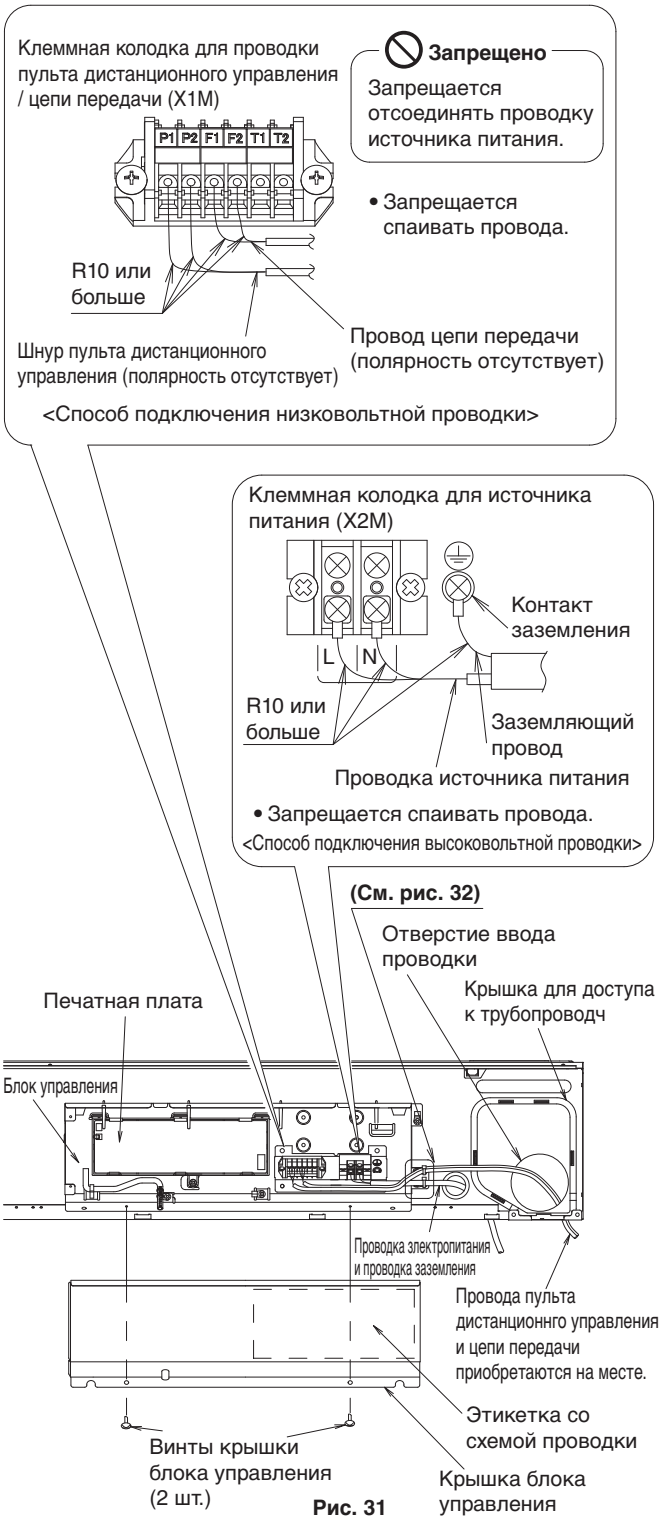
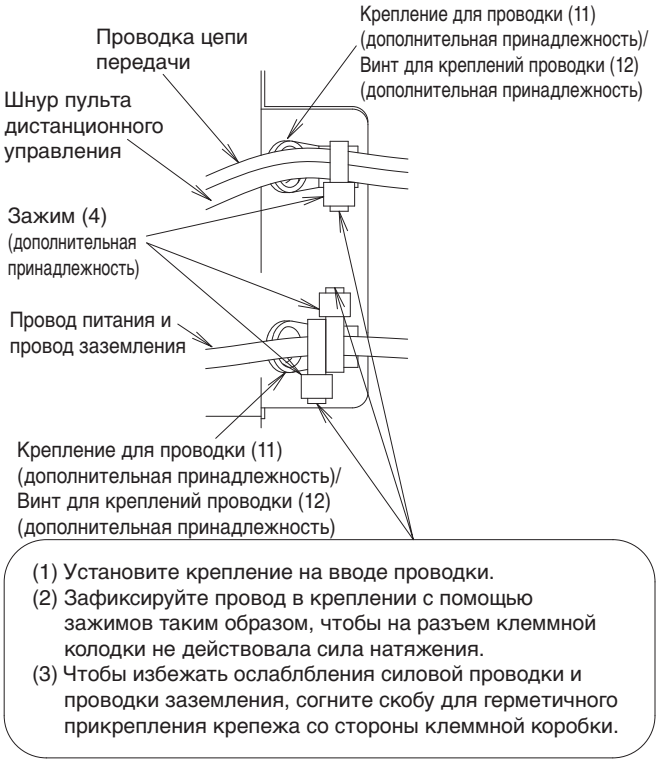

Рис. 31
Рис. 32
(1) Удерживая блок управления, ослабьте винты (2 шт.) и снимите крышку блока управления **(См. рис. 31)**.
(2) Откройте выбивное отверстие и вставьте резиновую втулку (10) (дополнительная принадлежность) с задней и верхней стороны (металлическая пластина).
(3) Проденьте силовой кабель сквозь отверстие и подключите его к клеммной колодке для источника питания (X2M; диполи) **(См. рис. 31)**. Подключите заземляющий провод к контакту заземления. После этого сложите его в петлю и закрепите имеющимся креплением для проводки (11) и зажимом (4) таким образом, чтобы исключить внешнее воздействие на проводку цепи передачи. **(См. рис. 32)**
(4) Проденьте провода пульта дистанционного управления и цепи передачи через отверстие и подключите провод пульта дистанционного управления к разъемам [P1·P2], а провод цепи передачи к разъемам [F1·F2] (полярность отсутствует) **(См. рис. 32)**. После этого сложите его в петлю и закрепите имеющимся креплением для проводки (11) и зажимом (4) таким образом, чтобы исключить внешнее воздействие на проводку цепи передачи. **(См. рис. 32)**